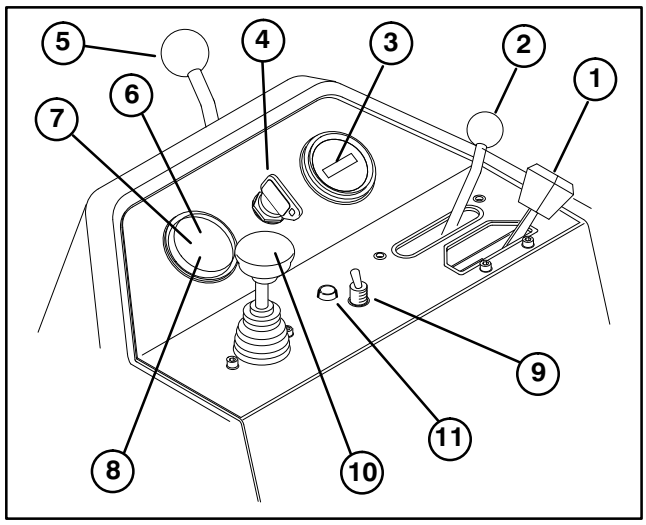

Figure 18
Choke Control (Fig. 18) – When starting a cold engine, move choke control forward. After engine starts regulate choke to keep engine running smoothly. As soon as possible, move choke rearward.
Functional Control Lever (Fig.18) – Provides two (2) traction selections, plus a "NEUTRAL" position. It is permissible to shift from mow to transport or transport to mow (not to neutral) while the Greensmaster 3200 is in motion. No damage will result.
Hour Meter (Fig.18) – Indicates the total hours of machine operation. The hour meter starts to function whenever the key switch is rotated to "ON".
Ignition Switch (Fig. 18) – Insert key into switch, turn clockwise as far as possible to "START" position to start engine. Release key as soon as engine starts; key will move to "ON" position. Turn key counter–clockwise to "OFF" position to stop engine.
Steering Arm Locking Lever (Fig.18) – Rotate lever rearward to loosen adjustment, raise or lower steering arm for operator comfort, then, rotate lever forward to tighten adjustment.
Water Temperature Light (Fig. 18) — Light glows and engine automatically shuts–down when engine coolant temperature gets too high.
High Temperature Override Button (Fig. 18) —If engine kills due to an over heat condition, press over ride button in and hold until machine can be moved to a safe location and allowed to cool down.
Two Speed Transport Switch (Fig. 18) – When switch is moved to forward position, engine will run at maximum engine speed (2800 rpm). When moved to rear position, engine will run at a slower engine speed (2300 rpm) for quieter operation.
Battery Warning Light (Fig. 18) – Light glows if battery charge is low.
Oil Pressure Light (Fig. 18) — Light glows if engine oil pressure drops below a safe level.
Raise / Lower – Mow Control (Fig 18) – Moving control forward, with functional control lever in MOW, lowers the cutting units and starts the reels. Pull back on control to stop reels and raise cutting units. During operation reels can be stopped by pulling back on control momentarily and releasing. Restart reels by moving control forward.